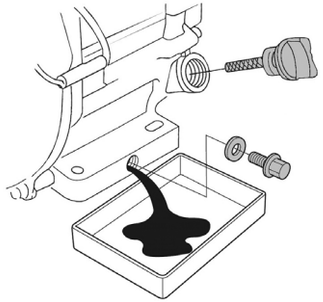

Рис. 14 Замена моторного масла
2. Очистите от загрязнений зону вокруг маслозаливной горловины. Извлеките щуп из маслозаливной горловины и протрите его чистой ветошью (Рис. 14).
3. Выкрутите болт отверстия для слива масла и слейте отработанное масло в подготовленную для этого емкость (Рис. 14).